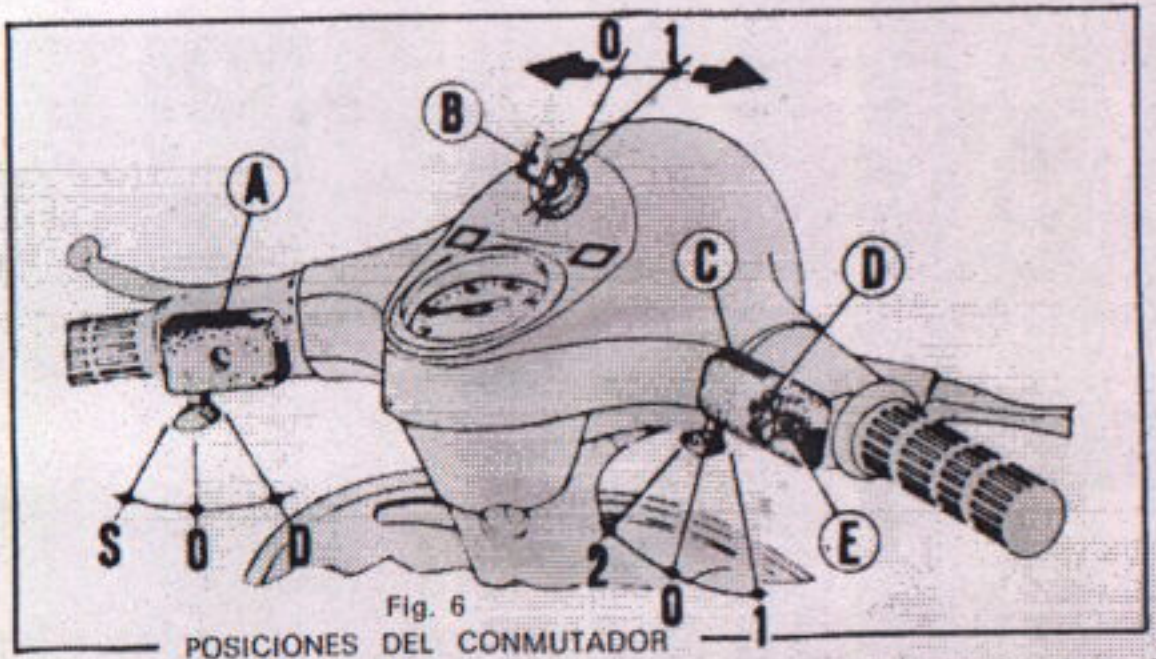

Fig. 6
1. Conmutador con llave (para las posiciones, ver figs. 6 y 8).—2. Mando del embrague combinado con el mando cambio.—3. Palanca freno delantero.—4. Puño mando gas.—5. Conmutador.—6. Zapatas freno delantero.—7. Pedal freno trasero.—8. Palanca de puesta en marcha. 9. Ajuste mando cambio.—10. Zapatas freno trasero.—11. Embrague.—12. Carburador y filtro de aire.—13. Mando estrangulador del aire.—14. Llave de gasolina.—15. Pulsador (con cerradura de llave) para desbiocaje sillin biplaza (basculante).—16. Tapón depósito mezcla.
— Un conmutador «A» al lado izquierdo del manillar, para los indicadores de dirección con mando de tres posiciones (fig. 6).
Conmutador con llave (que puede sacarse), situado en el centro del manillar (ver fig. 6).
Conmutador luces faro sobre el maniliar, lado derecho (ver. fig. 6).
Cuando haya que intentar el arranque empujando la moto (como indicado en la página 28) es necesario antes girar la llave del conmutador «B» (fig. 6) en la posición 1 (predisposición a la marcha).